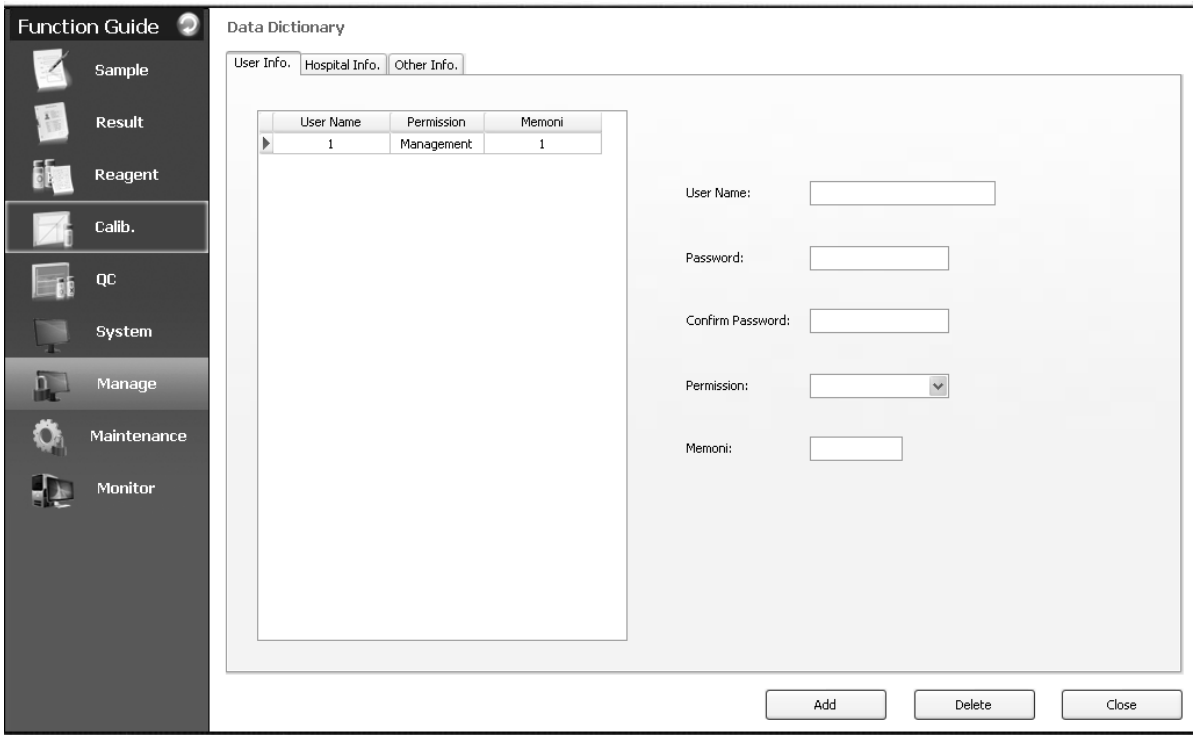

Figure 4-1-1
(4)Permission: Select the corresponding permission from the drop-down menu of permission in Figure 4-1-1.